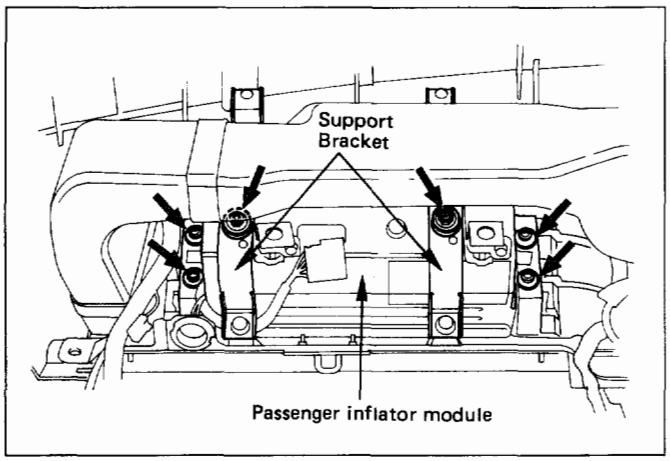

Fig. 10-15
10. Passenger inflator module (Fig.10-15)